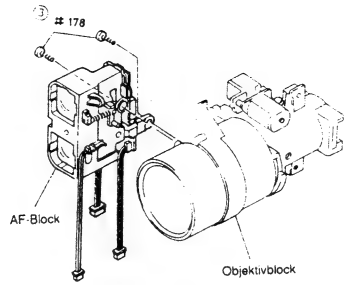

Abb. 2-105
2) Zwei (2) Stecker von der Autofokus-Leiterplatte ablöten (siehe Abb. 2-105).
3) Zwei (2) Befestigungsschrauben des AF-Blocks entfernen.